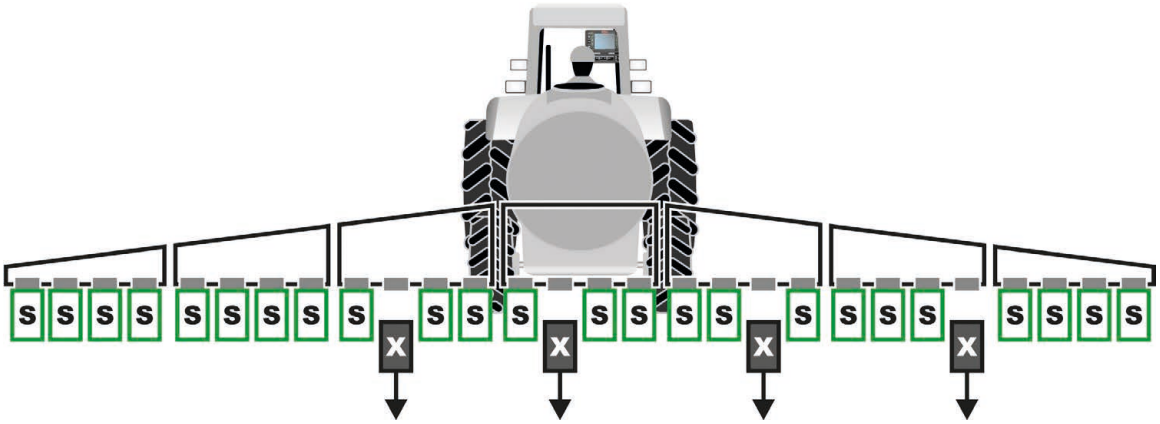

Rys. 381
- **ODŁĄCZYĆ TYLKO SELETRON NIE ROZPOZNANE PRAWIDŁOWO** (Rys. 381).